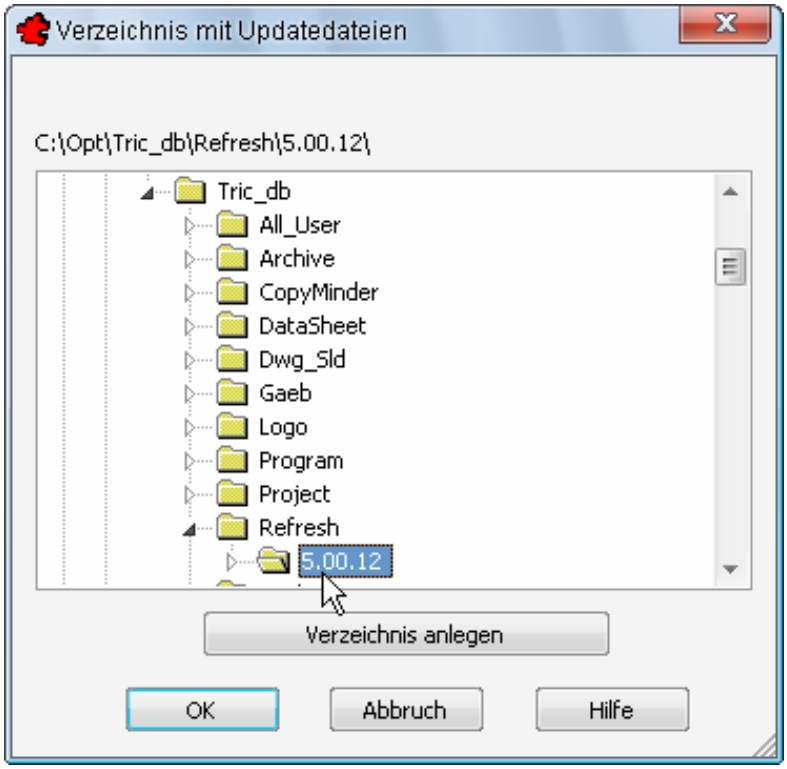

Bild 2.8 – Auswahl des Verzeichnisses, in dem sich das Refresh befindet.
- Nun fragt TRIC, in welchem Verzeichnis das Refresh zu finden ist. Zeigen Sie auf das Verzeichnis mit der Releasenummer des Refresh, **nicht auf die darunter liegenden Verzeichnisse**, nach dem obigen Beispiel C:\OPT\TRIC_DB\REFRESH\5.00.12 (Abb. 2.8).